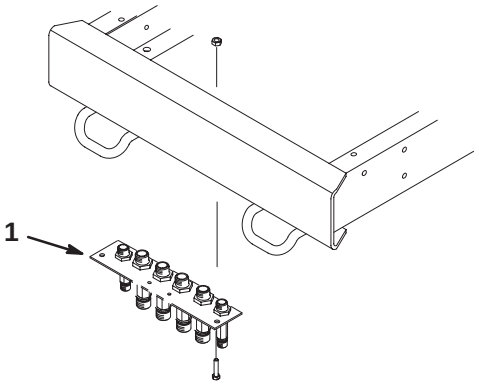

Figure 5
2. Secure the rear bulkhead assembly to the rear bumper with two 3/8–16 x 1" lg. screws and 3/8–16 locknuts (Fig. 5).